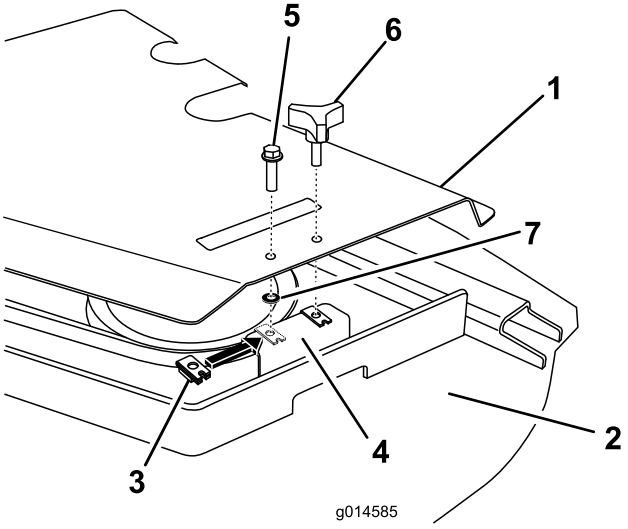

Figure 6
1. Enlevez les boulons de fixation des couvercles de courroie au carter du plateau de coupe (Figure 6). Retirez les couvercles de courroie.